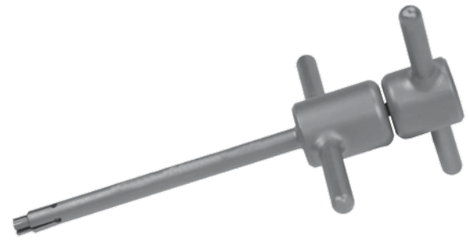

Fig. 144
- Attach the new hinge pin from the *NexGen* RH Knee Cement Shield Servicing Kit to the Expandable Hinge Pin Driver **(Fig. 144)**.